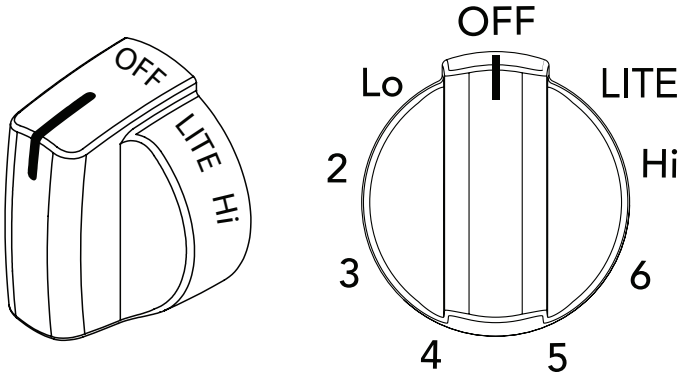

Figure 5: Bouton de commande de la surface de cuisson
2. Appuyer sur le bouton de commande correspondant et tourner dans le sens antihoraire hors de la position < OFF > (FERMÉ) (Figure 5).